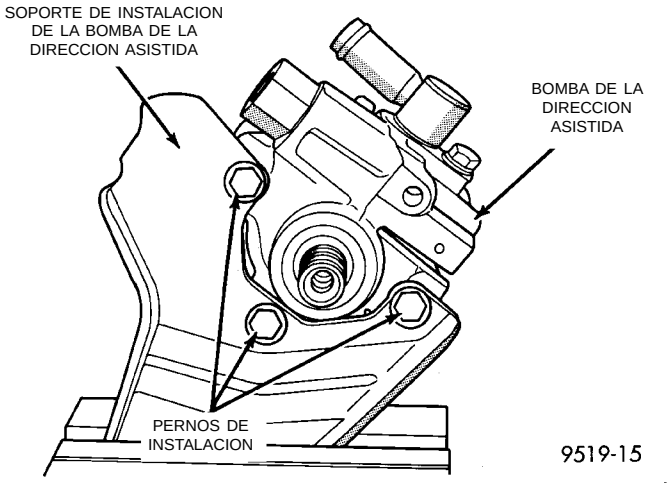

Fig. 40 Pernos de instalación de la bomba de la dirección asistida
(3) Retire los 3 pernos que fijan la bomba de la dirección asistida al soporte de instalación. (Fig. 40).
(4) Retire la bomba de la dirección asistida del soporte de instalación.
(1) Instale la bomba de la dirección asistida en el soporte de instalación. Instale los 3 pernos de instalación de la bomba de la dirección asistida (Fig. 40). Apriete los 3 pernos de instalación con una torsión de 54 N·m (40 libras pie).